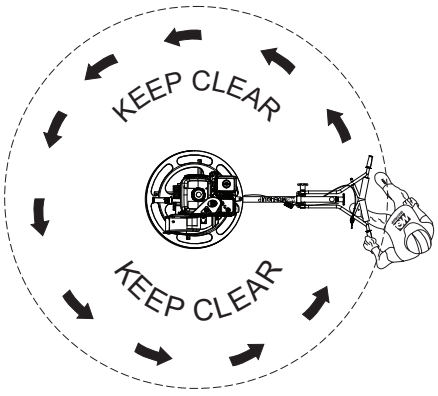

Figure 45. Centrifugal Safety Stop Switch Test
4. Stand behind the handle in the operator's position (Figure 45) and spin the handle to the right, simulating a runaway condition. Centrifugal force should throw the safety switch outward to the **OFF** position, thus shutting off the engine.